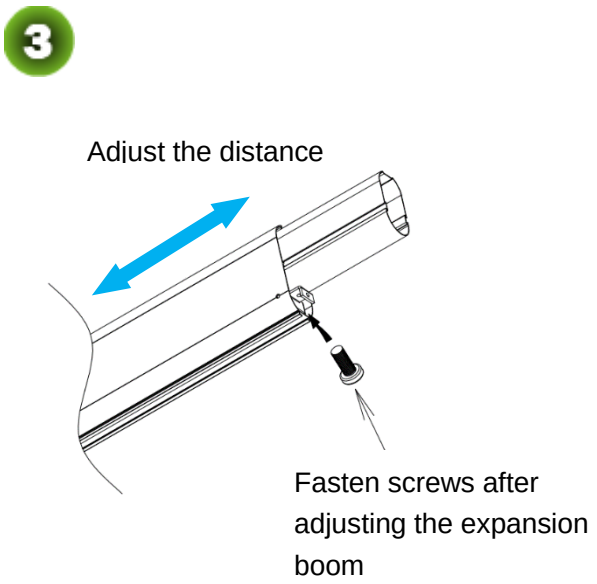

Figure 2-4C
4) Adjust the length of the expansion boom (only for 4M and 5M device), and fasten the screw, as shown in Figure 2-4C.